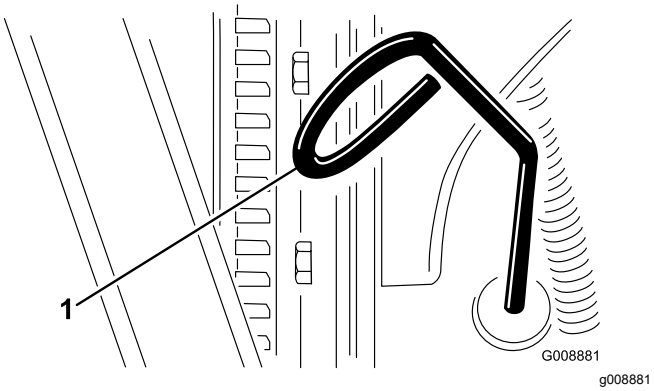

**Figur 59**
2. Ta ut peilestaven (Figur 59) og tørk den med en ren fille.